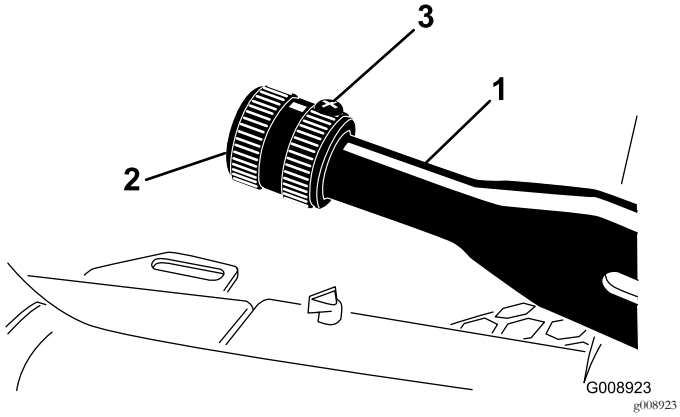

Figur 70
1. Lossa ställskruven som fäster ratten på parkeringsbromsspaken (Figur 70).